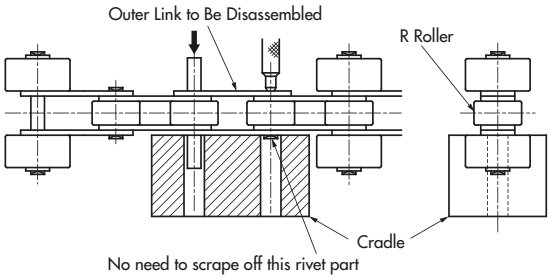

Figure 14: Removing the Pins
6) If outboard rollers are spaced every two or more links, the rivet parts to be sheared off will differ from those shown in the above diagram. (See Figure 14.)